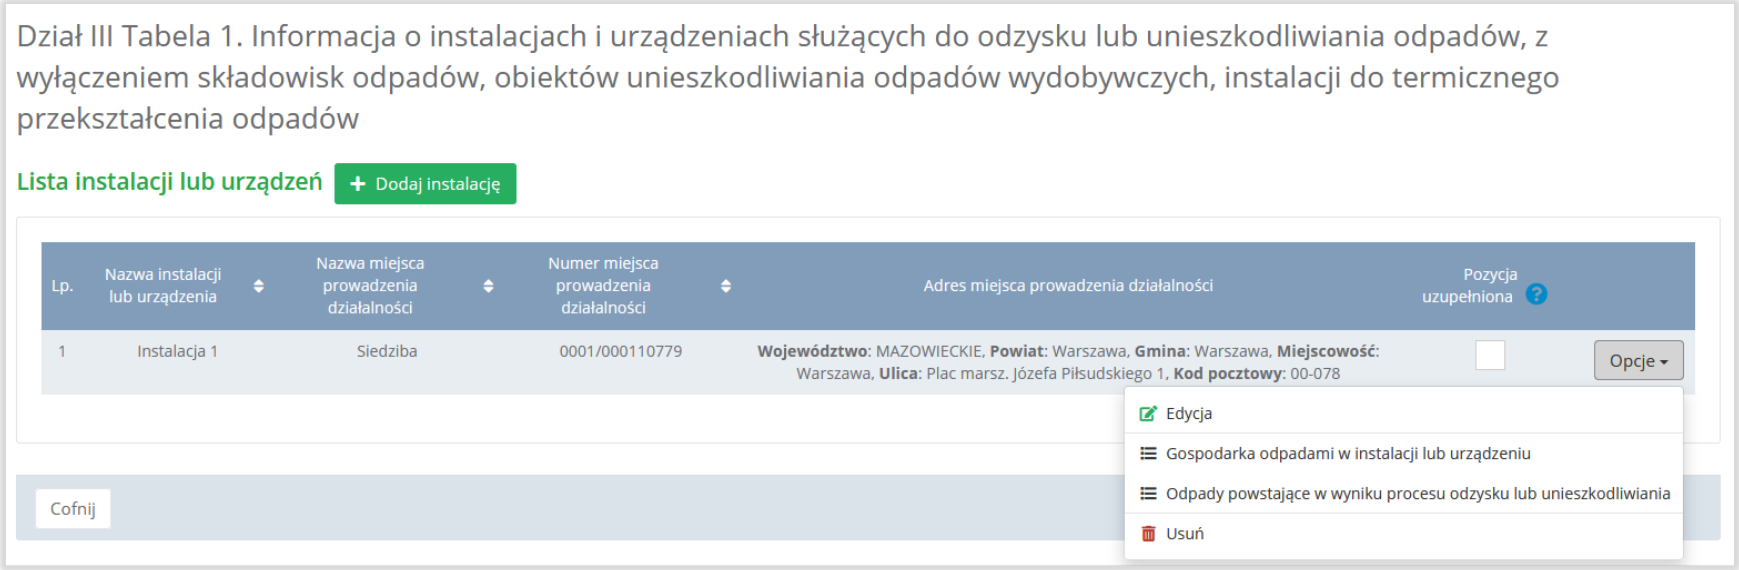

Rysunek 11 Opcje dostępne dla instalacji lub urządzenia
- Odpady powstające w wyniku odzysku lub unieszkodliwiania. **[RYSUNEK 11]**